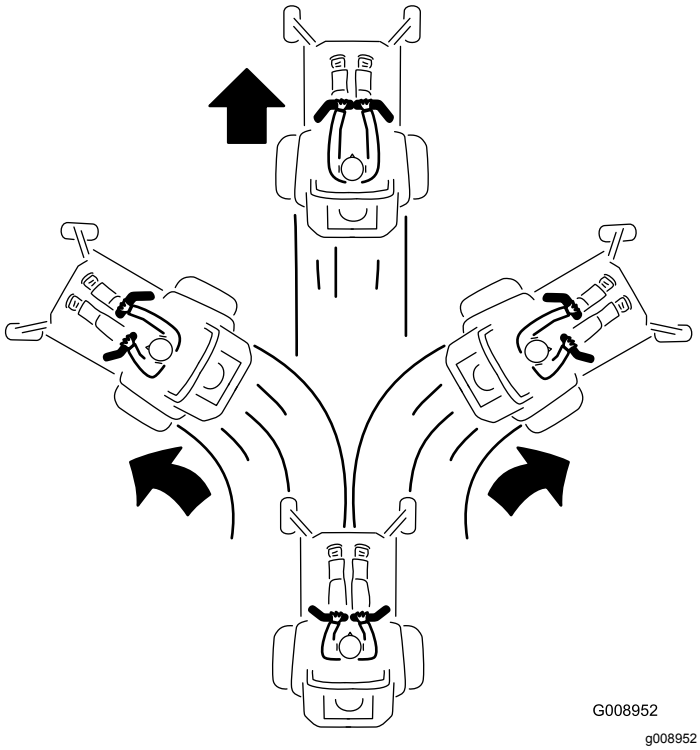

Rysunek 27
3. Aby jechać do przodu, powoli przesuń do przodu dźwignie kierowania (Rysunek 27).